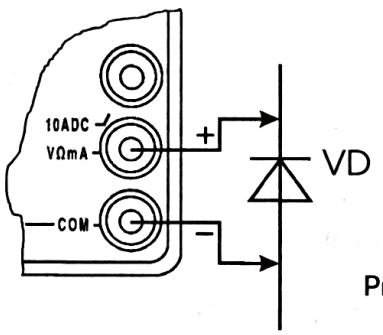

Рис. 2
2. Смените полярность включения щупов к выводам исправного диода (рис. 2) и на экране появится знак перегрузки «1».